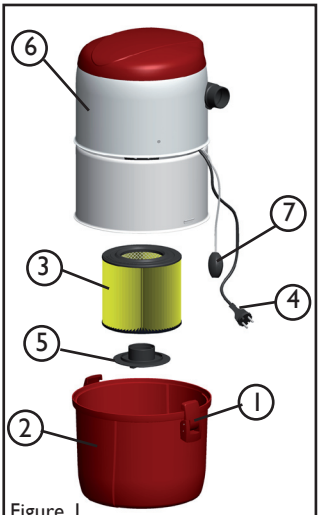

Figure 1
2.2 SERVICING THE FILTER [FIGURE 1]
There are no parts for the user to maintain inside the central unit's motor housing (figure 1: 7). We recommend that the need for maintenance and replacement for the electric motor's turbine and other parts inside the motor housing are estimated by an authorised Allaway service dealer after approx. 600 hours of use. This corresponds to approx. 8 years when the device is used an average of an hour and a half per week.
- Check that the low voltage connector [figure 1;7] is connected correctly to its counterpart on the wall bracket of the central unit.
- Check whether the central unit can be started via the low voltage connector [figure 1;7] of the central unit by closing the start circuit with a piece of metal wire.